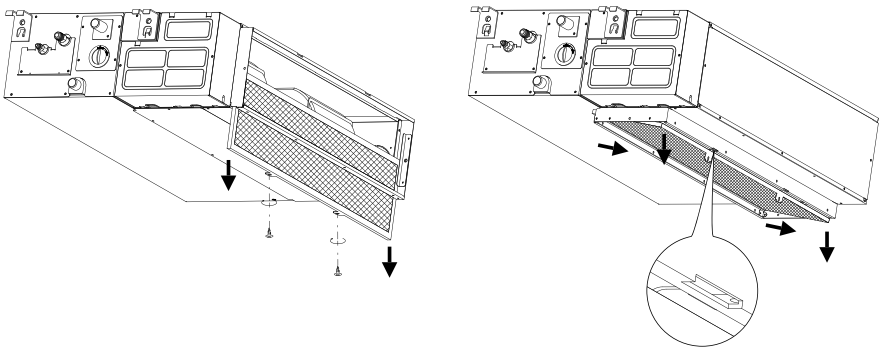

Рисунок 11 - Снятие воздушного фильтра внутренних блоков канального типа
1. Извлеките воздушный фильтр из корпуса внутреннего блока (см. рис. 11).